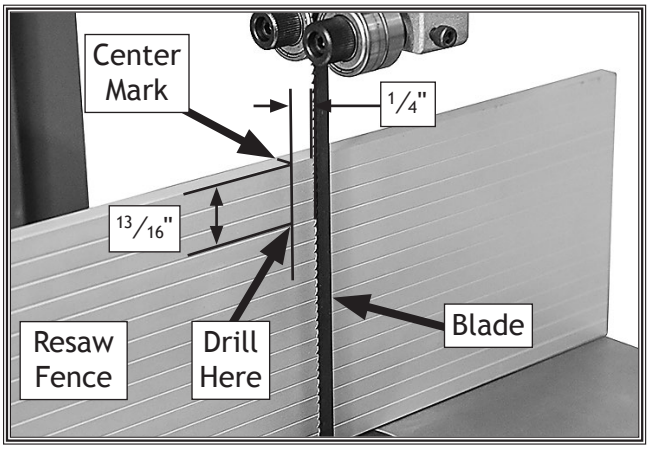

Figure 2. Location of center mark and hole point.
4. Mark top of resaw fence exactly 1/4" forward of blade teeth (see **Figure 2**).
5. Mark a point exactly 13/16" below mark made in **Step 4** (see **Figure 2**).